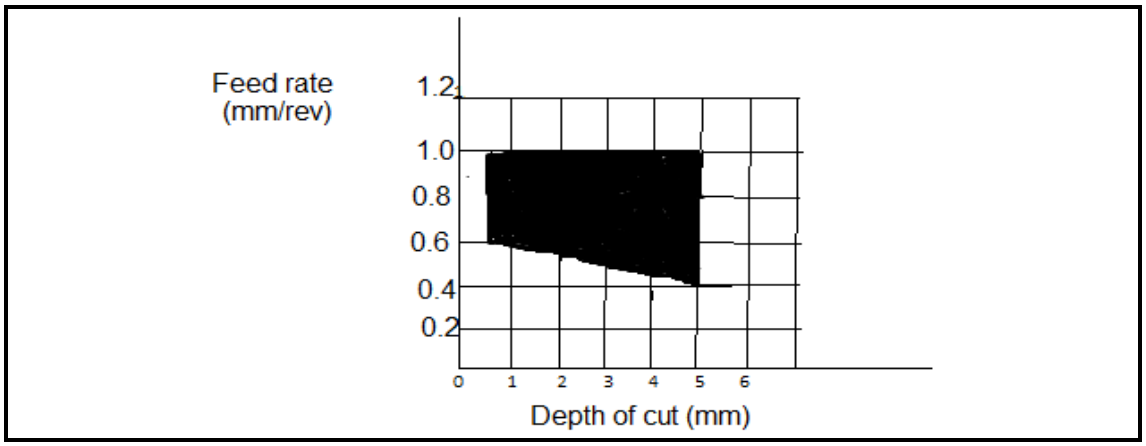

FIGUUR 6
5.9 Bestudeer die diagram in FIGUUR 6 hier onder en beantwoord die vrae.